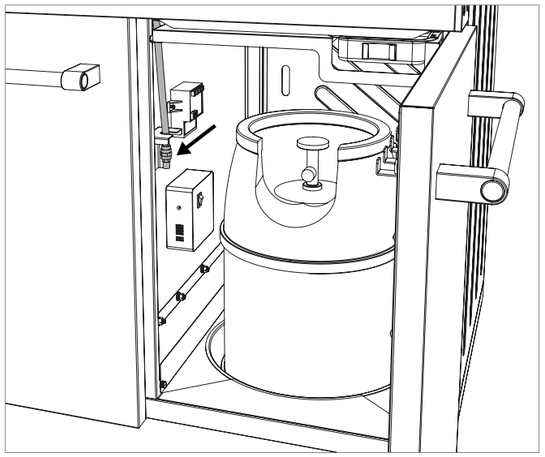

Afb. 2A
- Er mogen alleen gasflessen met een maximaal vulgewicht van 11 kg op de bodemplaat worden geplaatst. Zet de fles op de daarvoor aangegeven plaats **(afb. 2A)**.
2. Open de gastoevoer op de fles en strijk alle gasvoerende delen (de verbinding aan de gasfles/de gasdrukregelaar/de gasslang/de gasingang/ de verbinding aan de klep) met een zeepoplossing van 50% vloeibare zeep en 50% water in. U kunt ook een spray voor lekopsporing gebruiken. **(zie afb. 2A en 2B)**